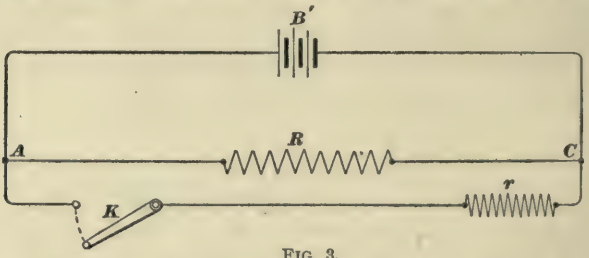

FIG. 3.
decrease the C. E. M. F. of the motor, it is only necessary to decrease the number of lines of force that the armature can cut. This can be done in two ways: (1) by decreasing the number of active turns of wire on the field winding, or (2) by making part of the current that passes through the motor take another path and not pass through the field winding. The first method, known as the *loop* method, takes some of the turns away from the field; the second method, known as the *shunt* method, takes away some of the amperes. The name "shunt" is an English railroad expression, and when they speak of shunting a train, they mean to convey the same idea as we do, when we speak of switching or side-tracking a train. A shunt is a side track. In Fig. 3, the